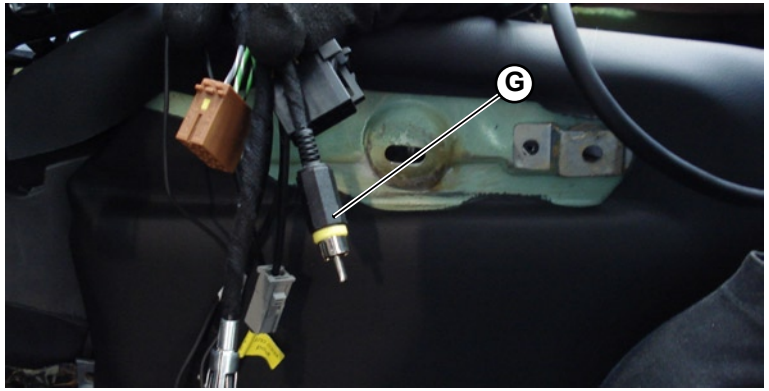
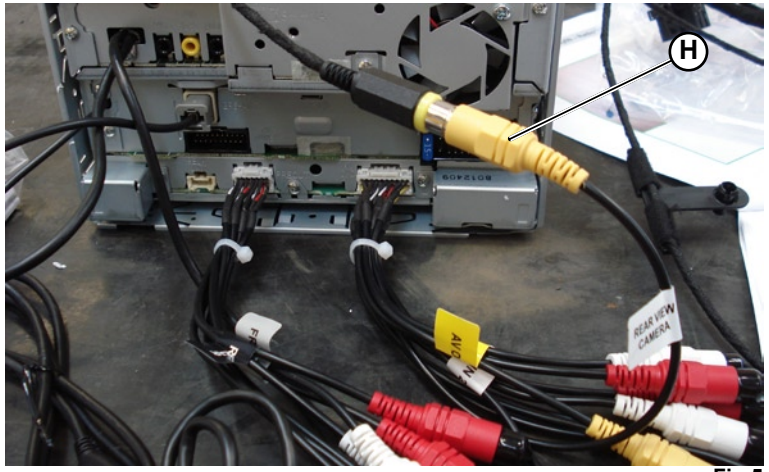

Fig.4
Fig.5
5. Locate the video connector (**G-Fig.4**) that is present behind the multimedia system; it is a black jack with a yellow ring between the plastic part and the metal one.
6. Connect the video connector (**G-Fig.4**) to the multimedia systema; the video jack has to be connect to the yellow connector (**H-Fig.5**) that is marked by a label with the sign “rear view camera”.